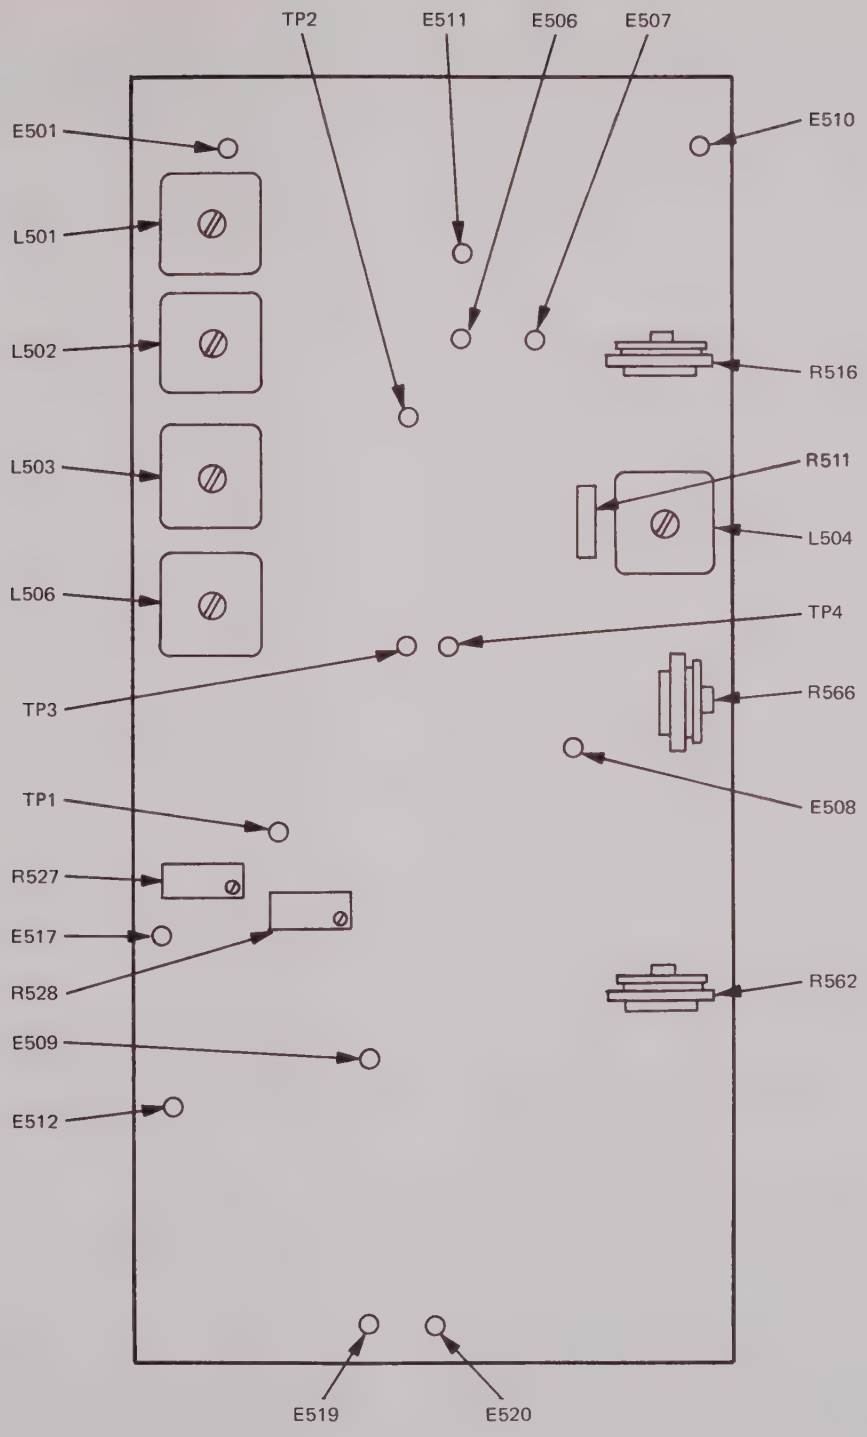

Figure 14-2. IF Amplifier Board Assembly A1
14.4.2 IF AMPLIFIER BOARD ASSEMBLY A1 (FIGURE 14-2).